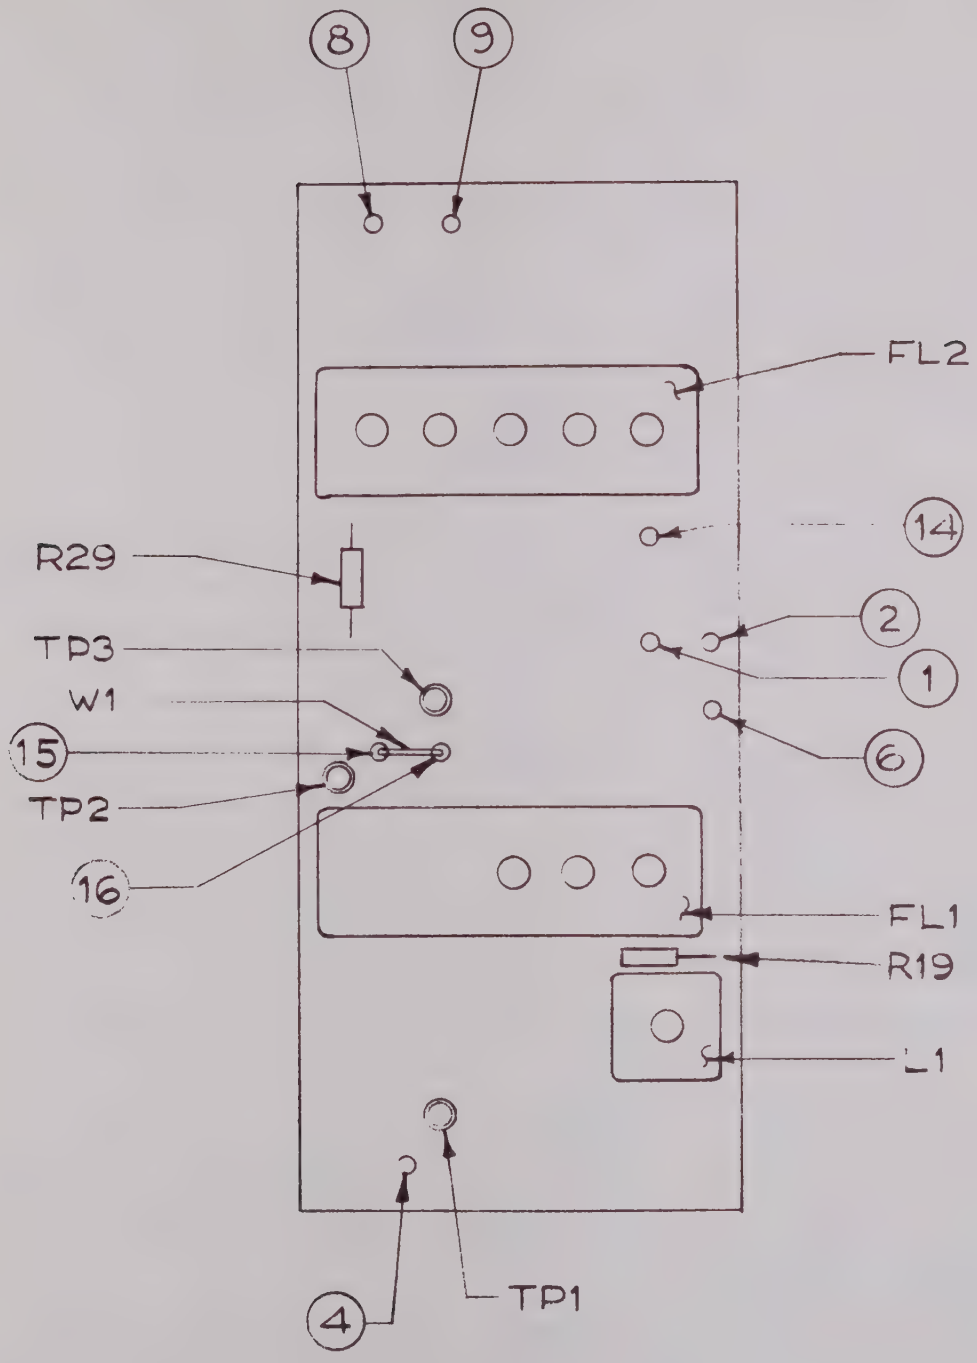

Figure 4-7. A6 Board, Location Diagram
4.5.8 BOARD A6 ADJUSTMENT (FIGURE 4-7).